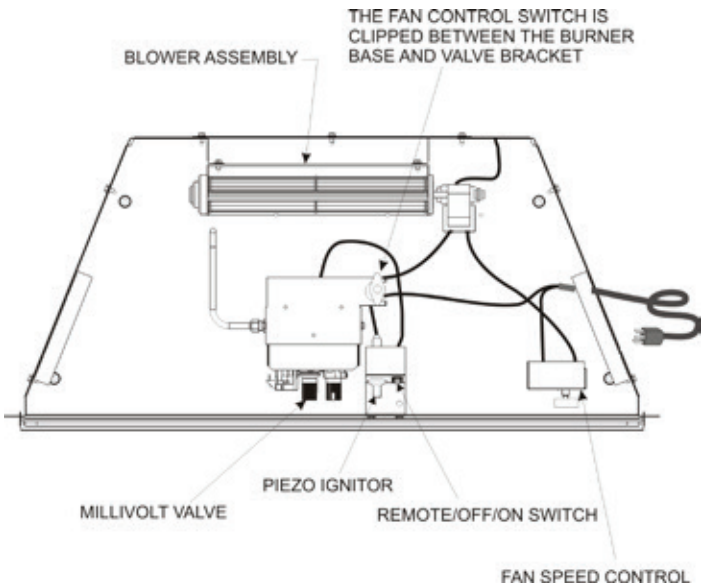

**Figure 24**
**Should this blower require servicing, the power supply must be disconnected. For rewiring of any replacement components, refer to Figures 24 and 25.**